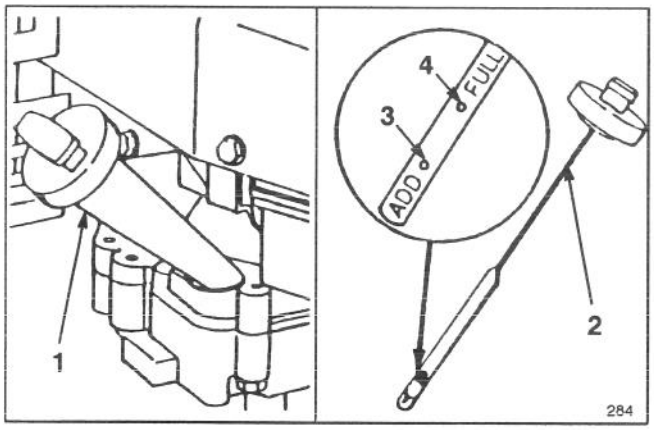

Figure 7
Fill crankcase with SAE 30 oil until oil level reaches FULL mark on dipstick as shown in Figure 7. The maximum crankcase capacity is 25 ounces (0.75 liters) of oil. Use of multi–viscosity oils (10W30, etc.) above 40°F (4°C) will result in high oil consumption and possible engine damage. Use any high quality detergent oil having the American Petroleum Institute (API) "service classification" — SE, SF or SG.
Before each use, ensure oil level is between ADD and FULL marks (Fig. 7). Add oil if level is low.
3. Wipe dipstick and insert it into filler neck. Rotate cap 1/4 turn. Then remove dipstick and check level of oil (Fig. 7). If level is low, add only enough oil to raise level to FULL mark on dipstick. **DO NOT FILL ABOVE FULL MARK BECAUSE ENGINE COULD BE DAMAGED WHEN STARTED. POUR OIL SLOWLY.**
1. CHECK OIL LEVEL—Maintain oil level between ADD and FULL range as shown on dipstick (Fig. 7).